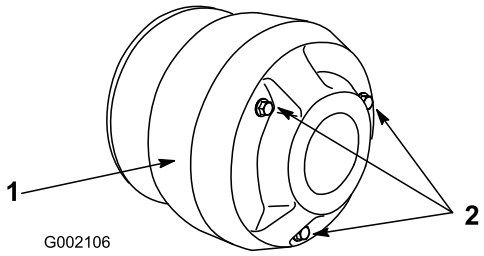

Figuur 46
3. Verwijder de drie bouten waarmee de kap is bevestigd, en haal deze weg (Figuur 46).